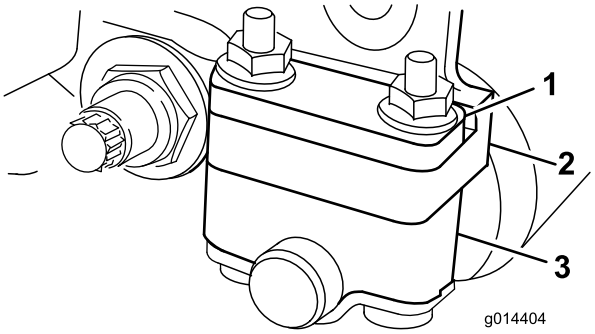
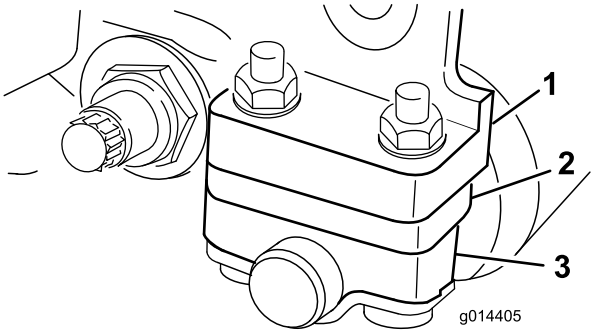

Figur 11
Figur 12
1. Juster de bakre valsebrakettene (Figur 11 eller Figur 12) til lav eller høy posisjon, avhengig av ønsket område for klippehøyde.
Plasser avstandsstykket over sideplatens monteringsflense (fabrikkinnstilling) når innstillingen for klippehøyde varierer mellom 1,6–6,4 mm (Figur 11).
Plasser avstandsstykket under sideplatens monteringsflense når innstillingen for klippehøyde varierer fra 3,2–25 mm (Figur 12).